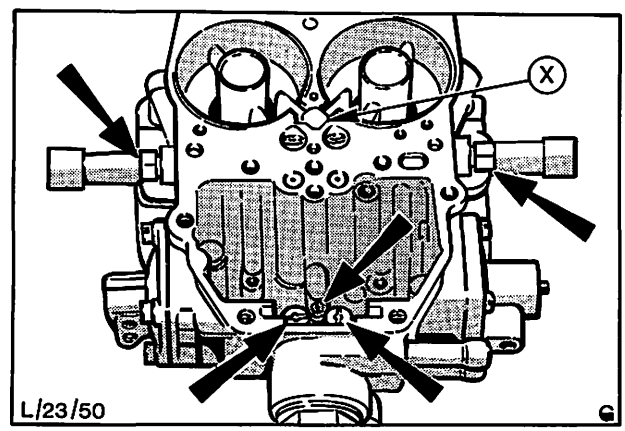

Abb. 107 Düsen, die zur Reinigung entfernt werden müssen
4. Düsen (5) herausdrehen und Spritzrohre mit **zwei** schmalen Schraubenziehern vorsichtig herausheben, Abb. 107.